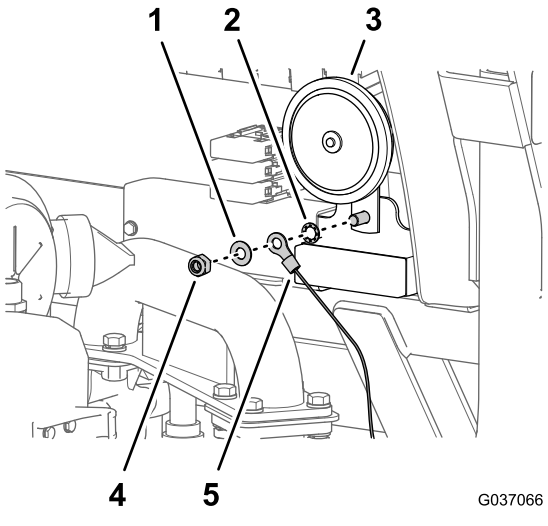

Figur 33
1. På baksiden av skilleveggen fjerner du låsemutterne og skiven som fester hornet til den elektriske platen (Figur 33).
2. Monter låsemutteren, skiven, releledningssatsens ringterminal og låseskive på bolten som vist i Figur 33, og stram mutteren og bolten til 23–29 N·m.